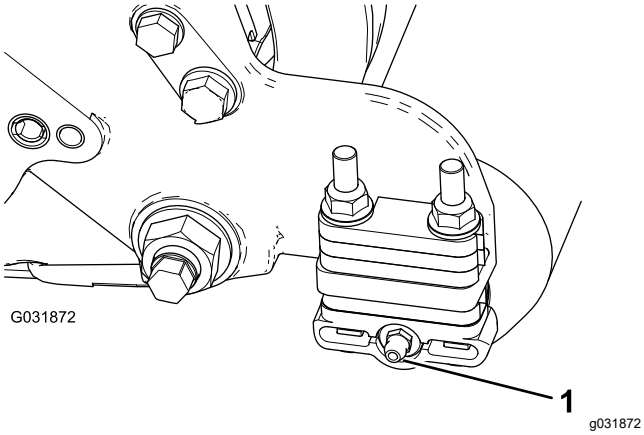

Figura 8
2. Instale el engrasador de 90° orientado hacia atrás (Figura 8).